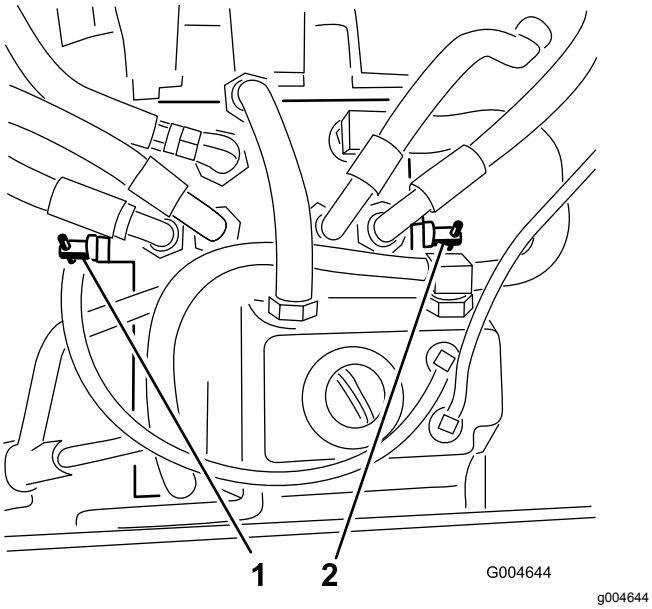

Figuur 25
2. Zoek de omloopkleppen (Figuur 25) en draai de omloopkleppen 1 slag naar links.
4. Sluit de kleppen door elke klep 1 slag rechtsom te draaien (Figuur 25).